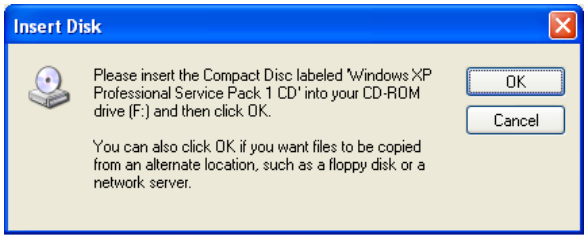

Figure 2.7: Files Needed
12. You will be informed that additional files are necessary, and prompted to insert your Windows XP installation CD, as shown in **Figure 2.7.**